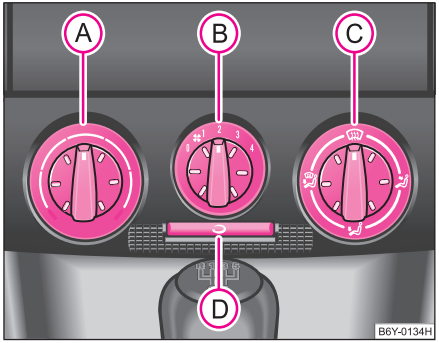
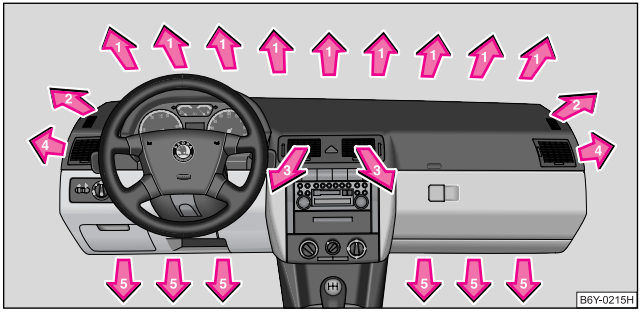

Fig. 84 Încălzirea: Elementele de comandă
Fig. 85 Gurile de ventilaţie a aerului
– Rotiţi regulatorul rotativ (A) ⇒ fig. 84 spre dreapta pentru a mări temperatura.
– Rotiţi regulatorul rotativ (A) spre stânga pentru a reduce temperatura.
- Regulatorul rotativ (A) ⇒ pagina 92, fig. 84 spre dreapta până la limită
- Comutatorul (B) în poziţia **4**
- Regulatorul distribuţiei aerului (C) în poziţia
- Gurile de ventilaţie **4** ⇒ pagina 94, fig. 85 deschise şi îndreptate spre geamurile laterale.
- Regulatorul rotativ (A) ⇒ pagina 92, fig. 84 spre stânga până la limită
- Comutatorul (B) în poziţia dorită
- Regulatorul distribuţiei aerului (C) în poziţia ▶
- Gurile de ventilaţie **3** şi **4** ⇒ pagina 94, fig. 85 deschise
– Apăsaţi tasta [⟲], simbolul din tastă ⟲ se aprinde ⇒ pagina 92, fig. 84.
Când regulatorul (C) se află în poziţia ⇒ pagina 92, fig. 84, recircularea aerului este oprită automat.
Admisia aerului prin fiecare gură de ventilaţie se reglează de la regulatorul (C) ⇒ pagina 92, fig. 84. Gurile de ventilaţie **3** şi **4** se pot deschide şi închide separat.
Prin gurile de ventilaţie deschise este admis aer încălzit sau rece, în funcţie de poziţia regulatorului (A) ⇒ pagina 92, fig. 84 şi de condiţiile climaterice. ■